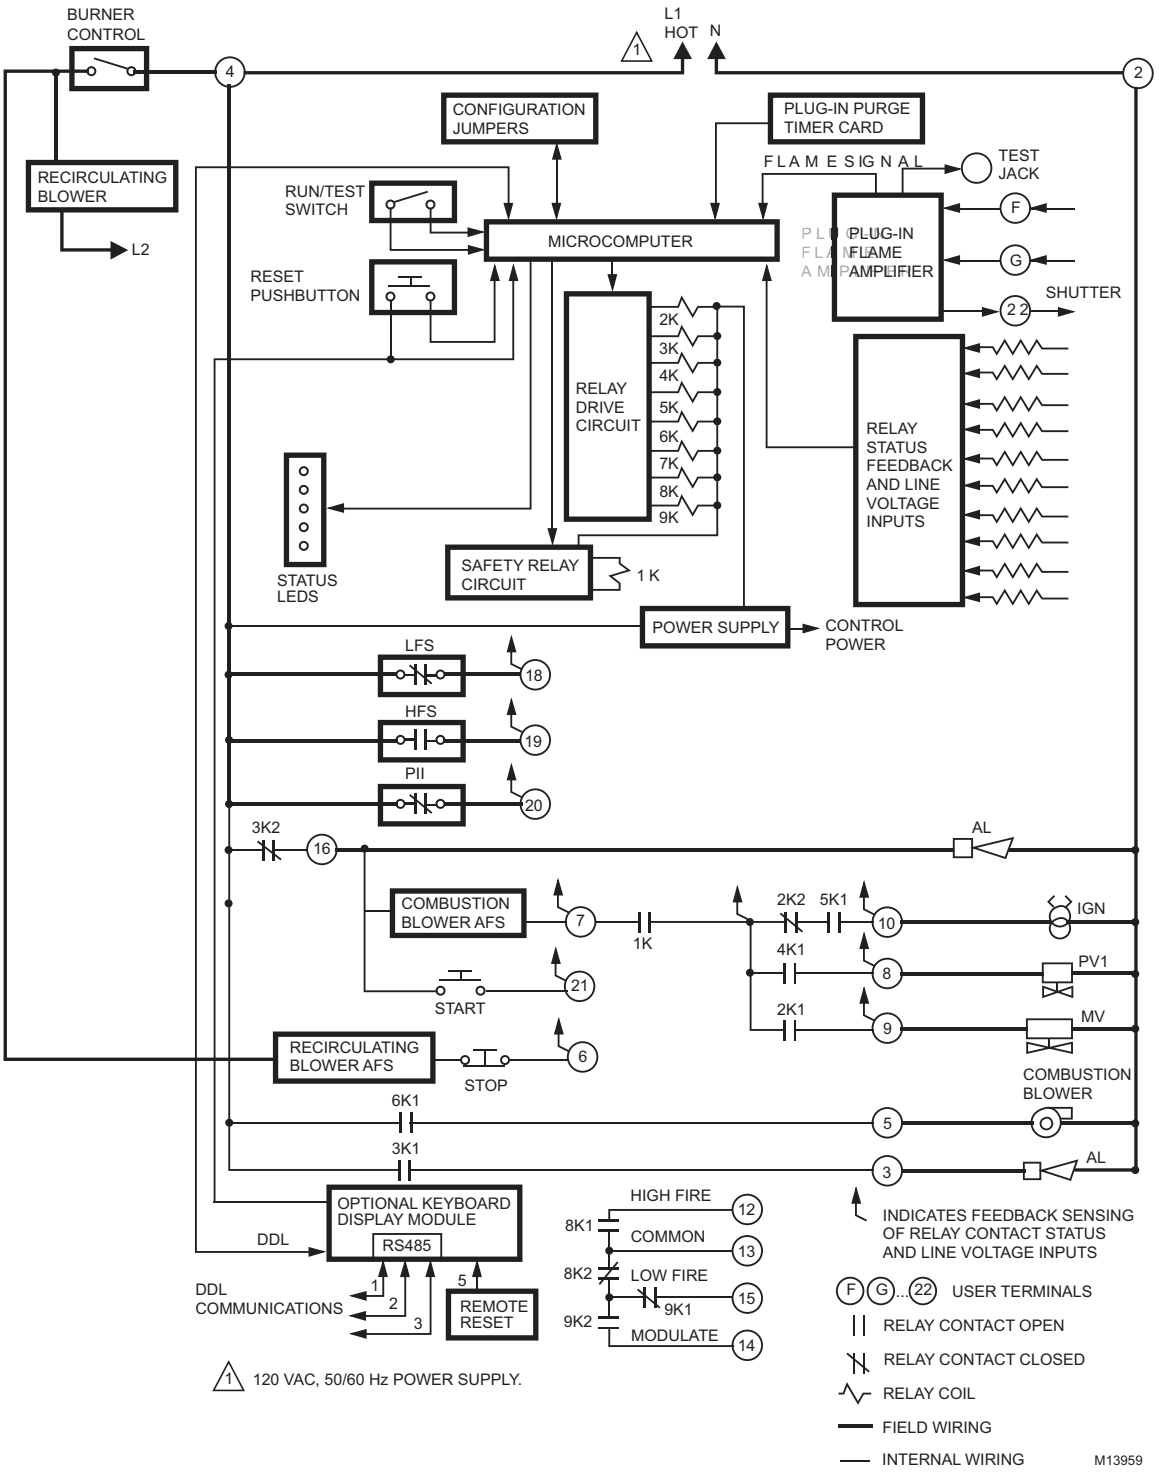

Fig. 2. Internal block diagram of RM7838C1020 (see Fig. 5 for detailed wiring instructions).
1. *Wiring connections for the relay modules are unique; refer to Fig. 2 and 3 or the appropriate Specifications for proper subbase wiring.*
1. Refer to Fig. 2 or 3 for proper subbase wiring.